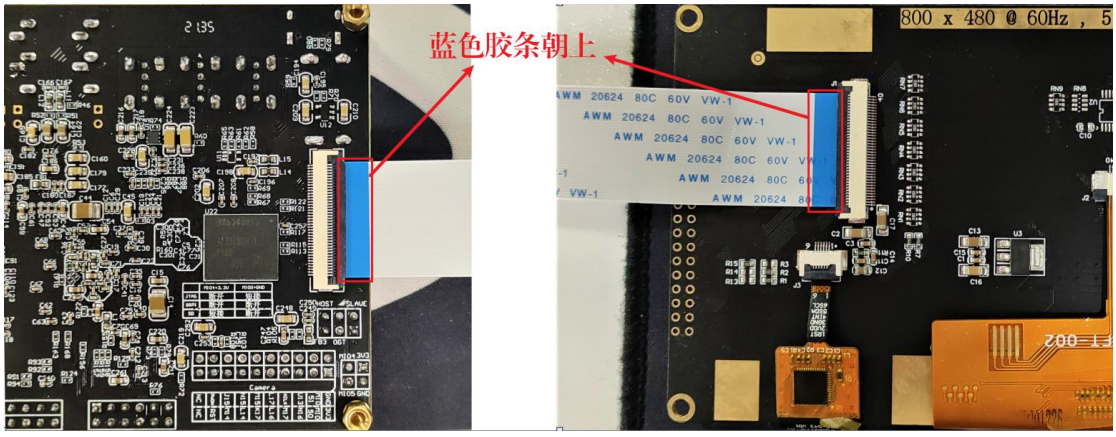
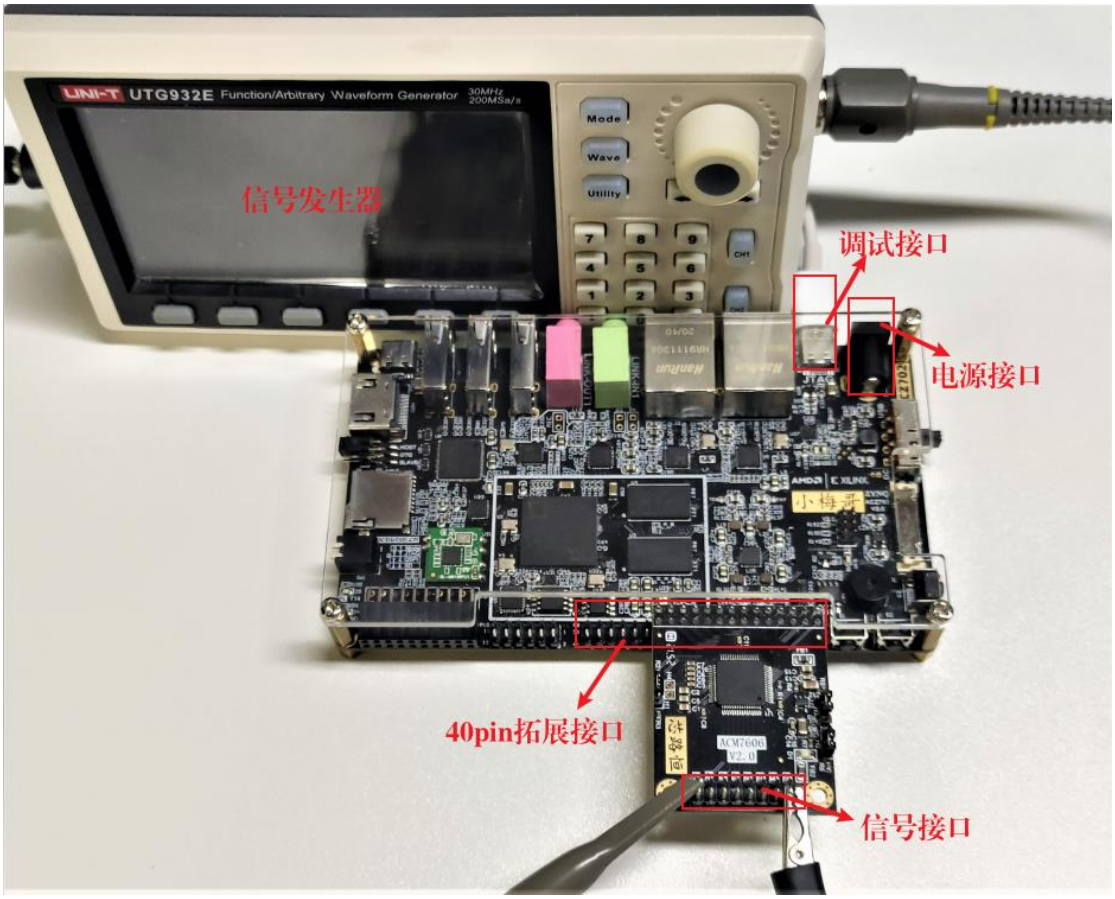
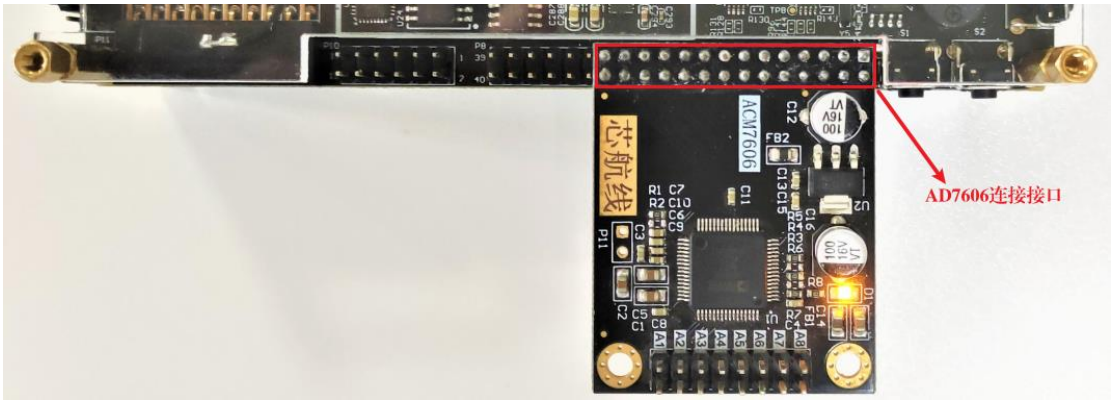

图 1-34　LCD 屏连接图
图 1-35　开发板正面连接图
图 1-36　AD7606 连接图
本次系统设计硬件连接如图 1-34、图 1-35 和图 1-36 所示，连接步骤如下：
1. 用软排线连接好 LCD 屏，连接方法如图 1-34 所示
2. 连接好 AD7606 模块（右侧对齐），如图 1-36 所示